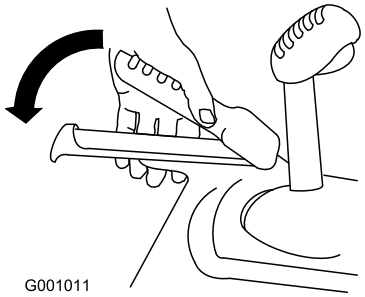

Bild 20
3. Drücken Sie den linken Griff (Fahrantrieb) zum Handgriff (Bild 20).
6. Drücken Sie den linken Griff (Fahrantrieb) zum Handgriff (Bild 20).